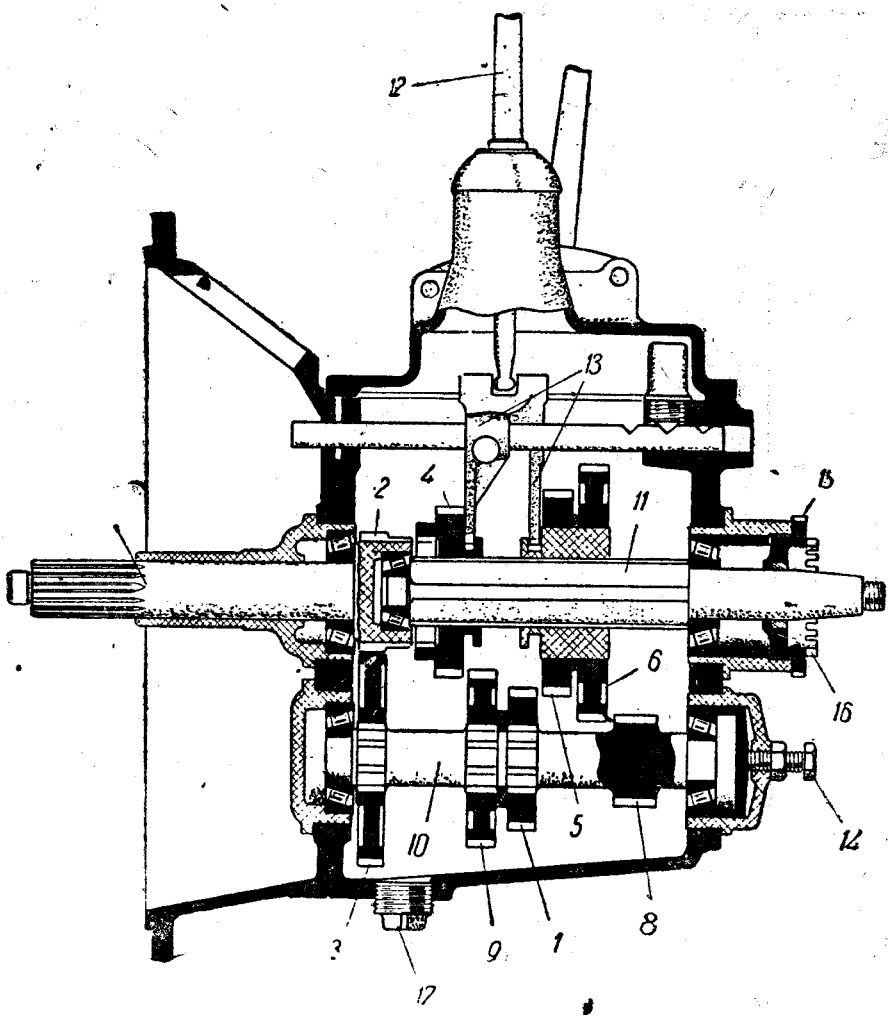

Рис. 117. Коробка передач ЯГ-3.
Обертання від двигуна з допомогою зчеплення передається на первинний валик *1* (рис. 117 і 118), з яким як одне ціле зроблена мала шестерня *2* постійного зачеплення. Шестерня *2* передає обертання великій шестерні *3* постійного зачеплення, що міститься на контршафтному валику *10*.
Переключення швидкостей здійснюється хитким важелем *12*, який пересуває каретки з допомогою вилок (рис. 117, 118).
1. Відпускають контргайку регулюючого гвинта *14*, що міститься на кришці заднього підшипника (див. рис. 117).